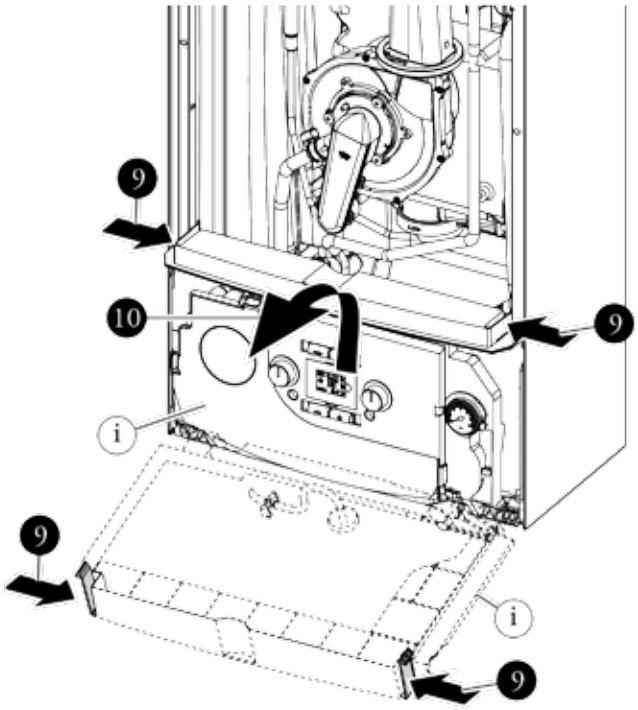

*Abb. 3-15d*
• **Kontrollpanel (Abb. 3-15d).**